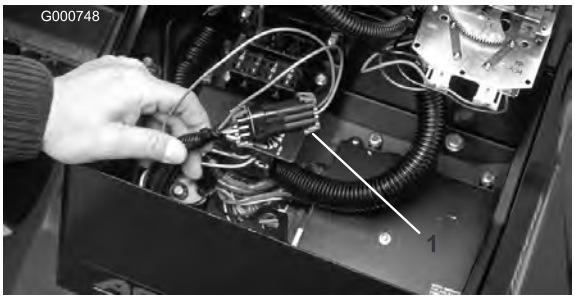

Figura 40
2. Abra a tampa do painel de controlo. Localize o conector dos fios e do circuito. Com cuidado, desligue o conector do circuito do conector dos fios (Figura 40).